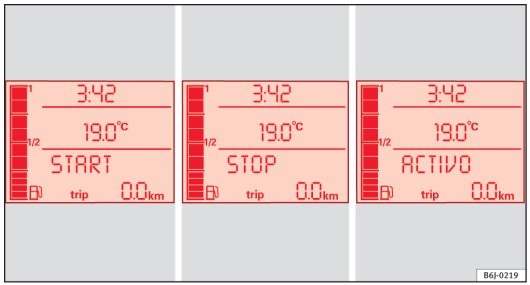

Fig. 102 Indicación en la pantalla del cuadro de instrumentos durante el funcionamiento Start-Stop.
– En la pantalla del cuadro de instrumentos se muestra información acerca del estado del funcionamiento Start-Stop ⇒ fig. 102.